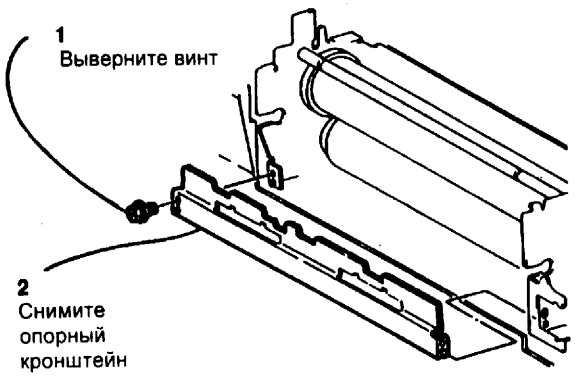

Рис. 1 Снятие опорного кронштейна
7. (Рис. 1) Снимите опорный кронштейн.